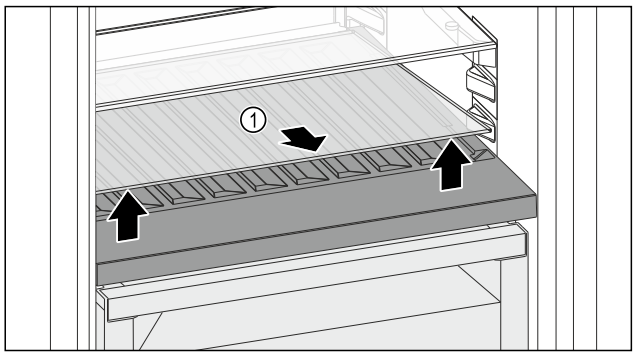

*Fig. 118*
▶ Ridicați în față și extrageți placa de sticlă *Fig. 118 (1)* din degajare.
▶ Păstrați placa de sticlă *Fig. 118 (1)* în siguranță în afara aparatului.